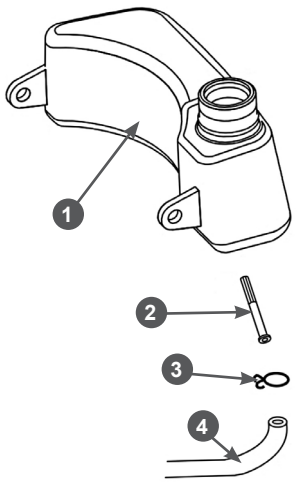

Рис. 20. Обслуживание топливного фильтра
3. Снимите хомут 3 топливного шланга и снимите шланг 4 со штуцера топливного бака 1 (Рис. 20).
5. Извлеките из топливного шланга 4 топливный фильтр 2 (Рис. 20).